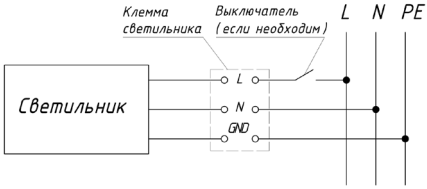

Рисунок 7. Подключение светильника к сети ~220В.
5.5. Подключение светильника к электрической сети ~220В (см.рисунок 7).